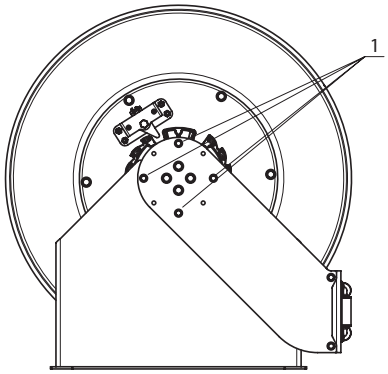

Fig. 2
Pour positionner les bras de guidage du flexible il est nécessaire de desserrer et de retirer les vis (1) (fig. 2) des deux bras. A cette étape, le tambour et le bras de guidage sont désolidarisés du cadre. Placer ensuite les bras à la position désirée et refixez-les avec les mêmes vis.